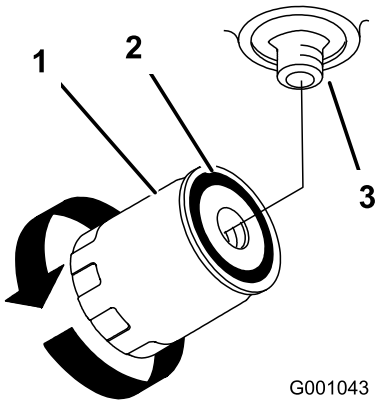

Bild 75
4. Entfernen Sie den Altfilter und wischen die Dichtfläche am Anbaustutzen (Bild 75) ab.
6. Setzen Sie den Ersatzfilter auf den Filterstutzen. Drehen Sie den Ölfilter nach rechts, bis die Gummidichtung den Anbaustutzen berührt. Ziehen Sie ihn dann um eine weitere 1/2 Umdrehung fester (Bild 75).